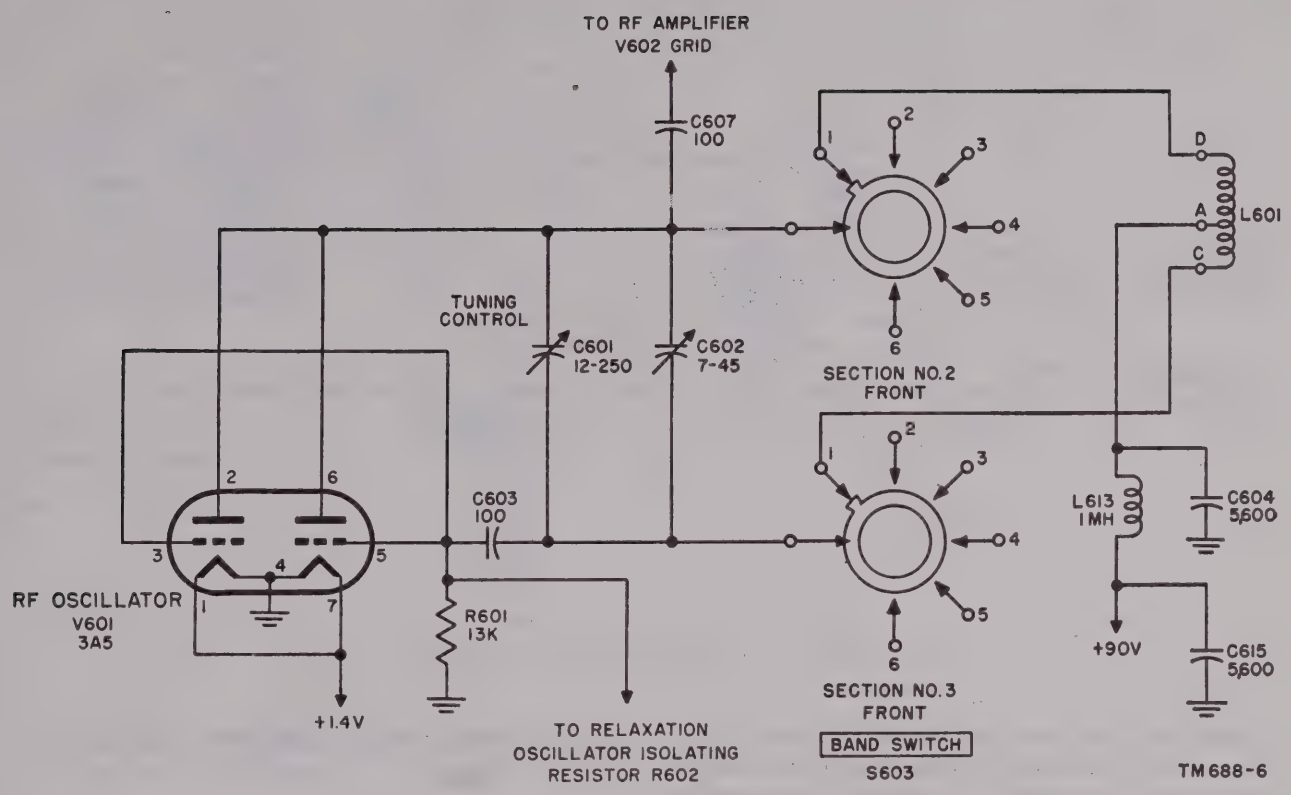

Figure 95. Rf oscillator, schematic diagram.
(fig. 95)
a. The rf oscillator stage uses a dual-triode type 3A5 tube connected in a conventional series-fed, Hartley oscillator circuit. The circuit is designed to operate on any frequency within the range of .5 to 30 mc. This range is divided into six bands, anyone of which may be selected by BANDSWITCH S603. Sections 2 and 3 of S603 connect one of the six tapped coils L601 through L606 into the rf oscillator tuned circuit. The switch is shown in figure 95 in the .5–1MC position. Tuning control C601 varies the capacitance in the rf oscillator tuned circuit to select the desired frequency within the selected band. Trimmer capacitor C602 is used to vary the capacitance of the rf oscillator tuned circuit so that the rf oscillator will track correctly with the rf amplifier stage.